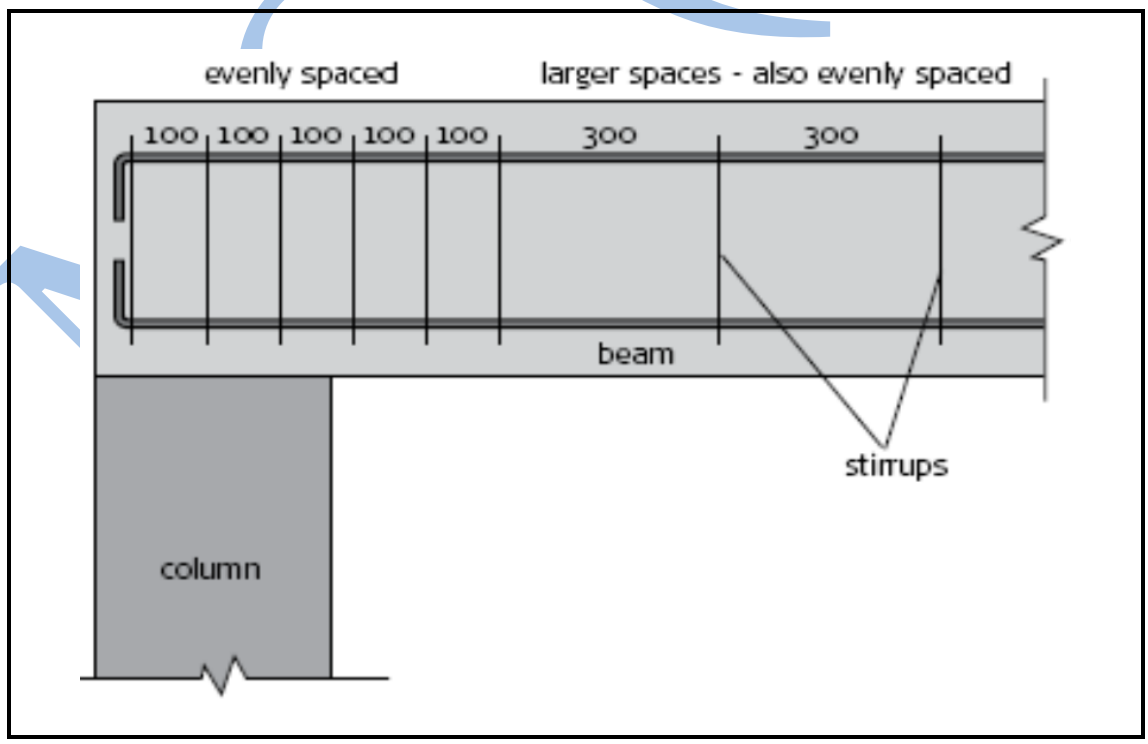

**FIGURE 4** (12)
2.3 Draw, to scale 1:10, the shape in FIGURE 4 on an A4 DRAWING SHEET. Fully dimension the drawing. The beam and column depths are 800 mm and 650 mm respectively with a cover of 50 mm.